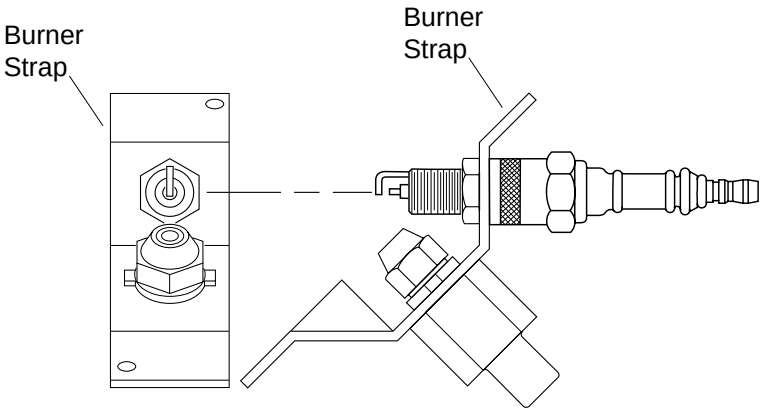

***Figure 17 - Spark Plug Rotation, 30,000 BTU/Hr Model Only***
10. Replace burner strap onto spark plug. Rotate burner strap to position spark plug electrodes (see Figure 17).